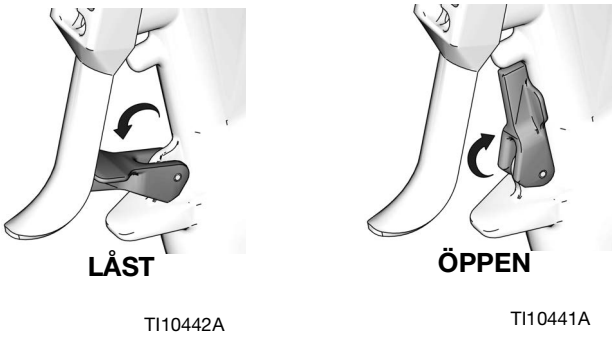

FIG. 4
1. Lås säkerhetsspärren på handventiler genom att vrida spärren vinkelrätt mot pistolhuset. Se FIG. 4.